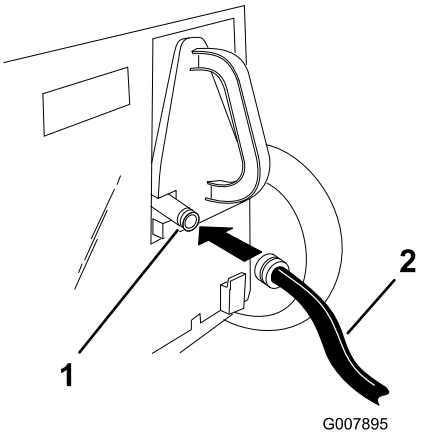

Figur 24
3. Løft bagdøren, og fastgør koblingen til plæneklipperens vaskefitting på genbrugsdækslet (Figur 24).